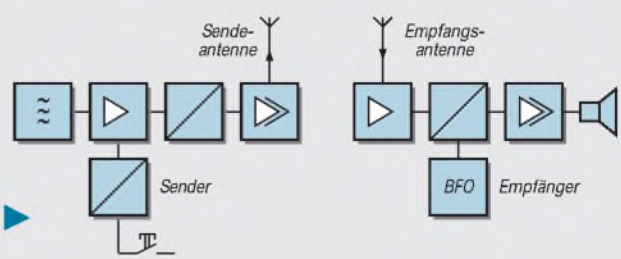

Bild 2: Blockschaltbild einer Sende-Empfangs-Anlage für Morsebetrieb
Bild 2 zeigt ein Blockschaltbild einer Sende-Empfangs-Anlage für Morsetelegraphie (CW). Damit die Hochfrequenz im Rhythmus der Morsezeichen ausgestrahlt wird, muß der Sender getastet werden. Die Morsetaste ist so in die Schaltung einzuordnen, daß bei nicht gedrückter Taste der Sender keinen Träger abgibt, bei gedrückter Taste dagegen „volle HF" bringt.
Günstiger ist es (wie in Bild 2), die dem Oszillator nachfolgende Stufe zu tasten. Zwischen Taste und Tastschaltung fügt man noch Filter ein, die sogenannte Tastklicks verhindern sollen. Für die Dimensionierung der eigentlichen Tastschaltung gibt es die unterschiedlichsten Ausführungen [2], und man spricht bei den Fachleuten in diesem Zusammenhang von harter oder weicher Tastung, von Tastung ohne Chirp, tröpfeln usw., alles Bezeichnungen die sich darauf beziehen, wie sauber oder „glockenrein" die Impulse beim Sender „geformt" und vom Empfänger aufgenommen werden können.